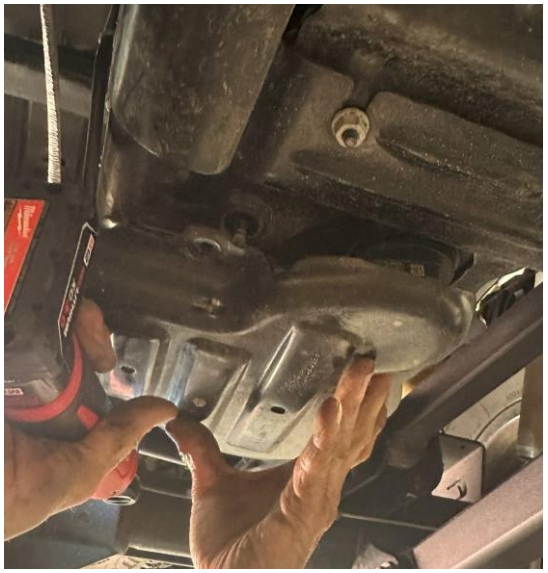

Figure 33: Removing x3 nuts at bottom plate
- ❑ Remove the x3 13mm nuts fastening the bottom, rear plate of the gas tank (Figure 33)